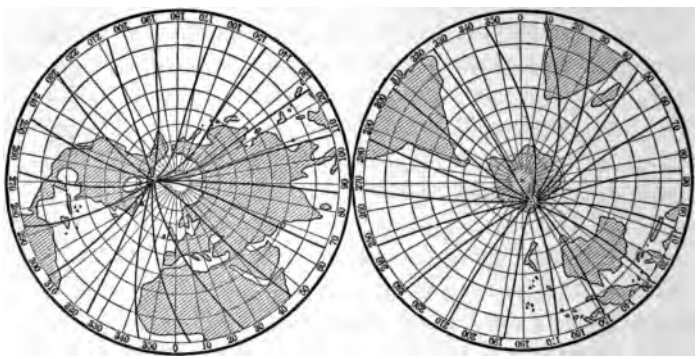

FIG. 36.
1. Die Erde ist ein großer Magnet; man kann sich dies so vorstellen, als ob im Innern der Erde ein mächtiger Magnet läge, dessen Achse aber nicht mit der Erdachse zusammenfällt, sondern mit ihr einen Winkel von ungefähr 15° bildet, und dessen Pole sich etwas unter der Erdoberfläche befinden. Diese Pole liegen gerade umgekehrt wie die geographischen Pole der Erde, und fallen mit ihnen örtlich auch nicht genau zusammen. Der magnetische Nordpol der Erde liegt in der Nähe des geographischen Südpols, der magnetische Südpol in der Nähe des geographischen Nordpols. Nur die Lage des letzteren ist genau bekannt. Er wurde von J. C. Roß[1] im Jahre 1831 aufgefunden und liegt auf der Halbinsel Boothia Felix des nordamerikanischen Kontinents unter 70° 5′ nördlicher Breite und 96° 46′ westlicher Länge von Greenwich. Den magnetischen Nordpol hat man bisher noch nicht erreicht; er muß ungefähr auf 74° südlicher Breite und 148° östlicher Länge liegen (vgl. Fig. 36). Die Verbindungslinie der beiden Pole geht nicht genau durch den Erdmittelpunkt hindurch. Übrigens ist zu bemerken, daß hierbei unter „Polen" diejenigen Punkte verstanden sind, an welchen die Magnetnadel senkrecht nach unten zeigt. Pole im eigentlichen Sinne, d. h. Punkte, in welchen man sich die Resultierende aller, von der einen Erdhälfte